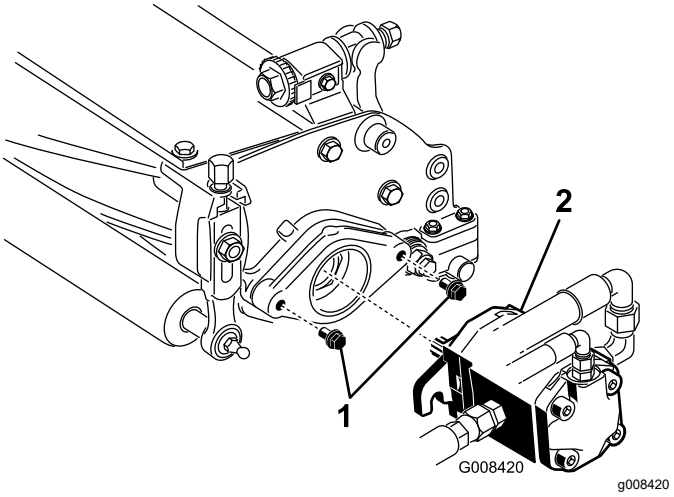

Figur 8
7. Kontrollera att cirka 13 mm av gängorna syns på alla fästskruvar till cylinderdrivmotorn (Figur 8).
8. Täck den räfflade delen på motorns axel med rent fett och montera motorn genom att vrida den medsols så att motorflänsarna går fria från tapparna. Vrid motorn moturs till dess att flänsarna omringar tapparna (Figur 8).
9. Dra åt fästskruvarna (Figur 8).